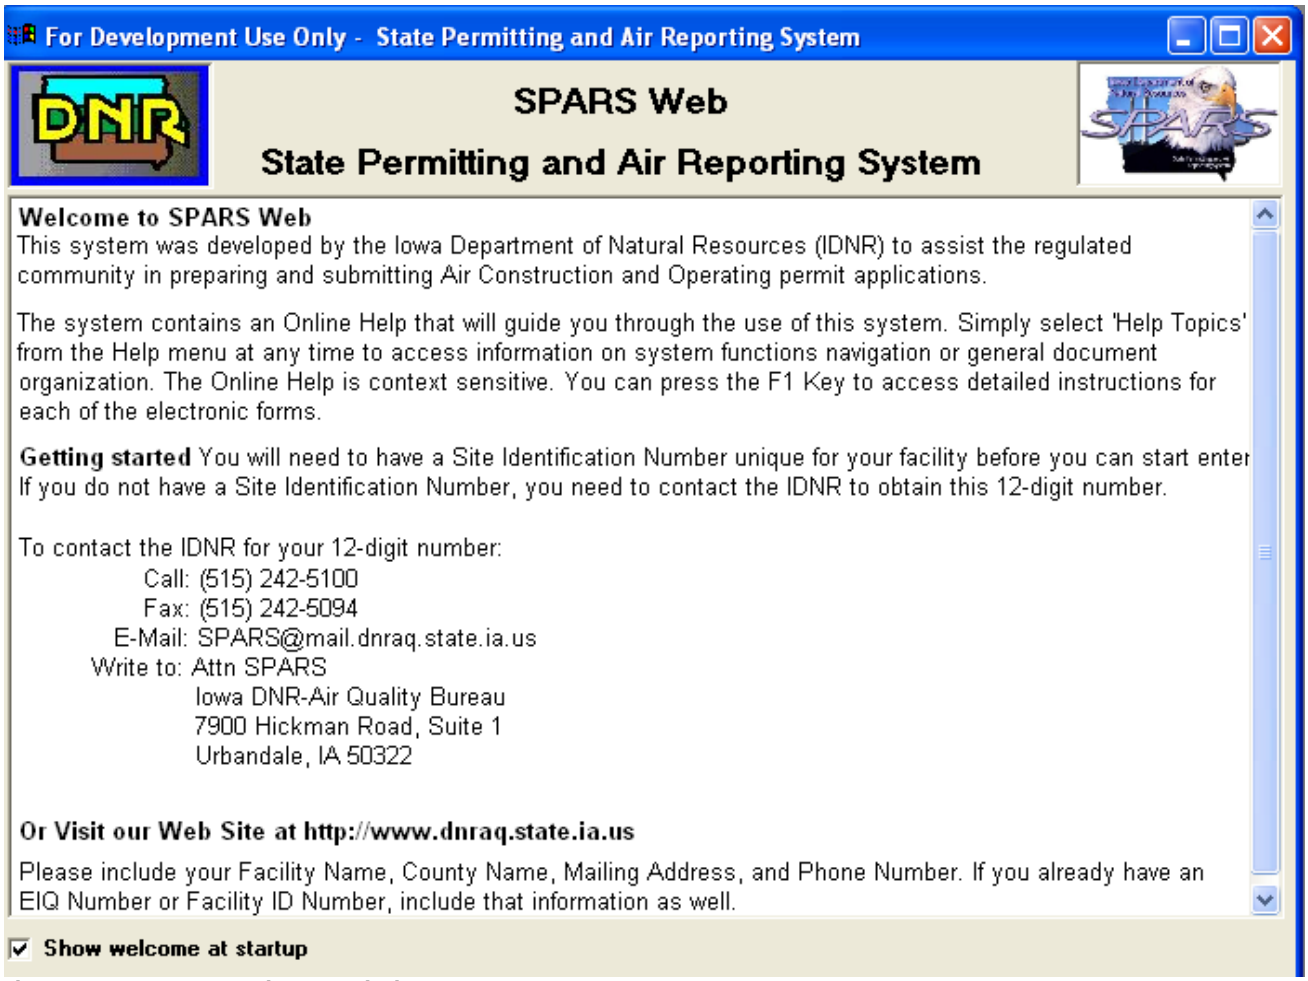

Figure 3.2 – SPARS Welcome Window
2. After logging in, the SPARS Welcome Window opens. Close this window by clicking on the **X** on the top right. If you do not want this window to appear every time you open SPARS Web, unclick the **Show welcome at startup** box (see Figure 3.2).